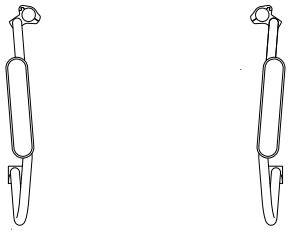

afb. 14
6. Als u de klemmen naar buiten plaatst, wordt de zitting achteraan breder (afb. 14).